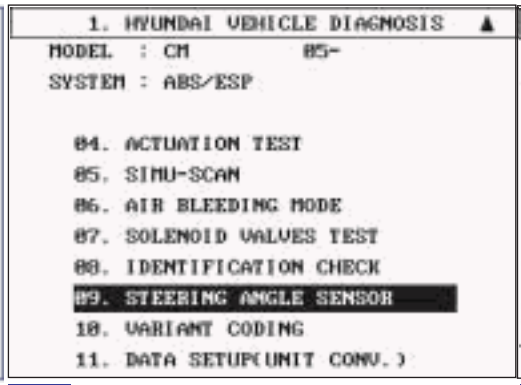

Fig2
3. Go in Anti-Lock brake system. (figure 2).